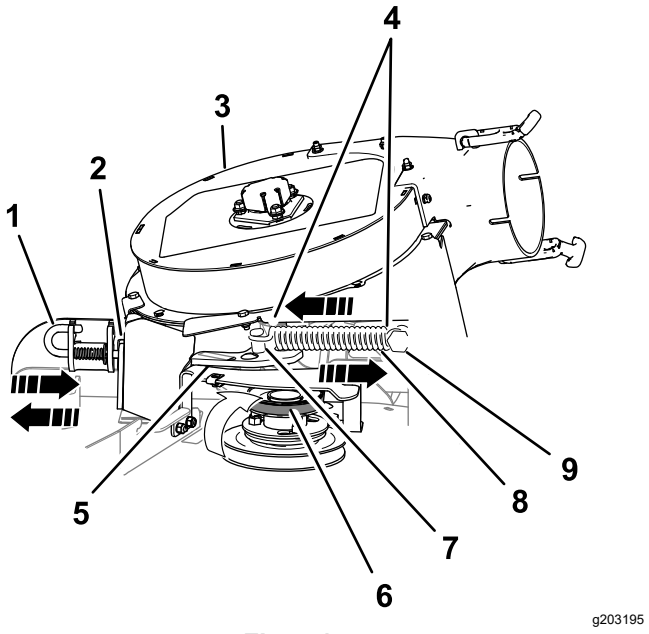

Figur 15
1. Træk den fjederbelastede styreremskive væk fra den faste fjederstang, og afmonter remmen fra styreremskiven (Figur 15).
2. Flyt styredrejebeslaget mod den faste fjederstang. tag fjederens krog af styrefjedertappen (Figur 15).
5. Flyt blæserens låsestift til den åbne position, og drej blæseren udad (Figur 15).
3. Åbn blæserens låsestift, fastgør blæseren til skjoldet, og fastgør låsestiften til rørbeslaget (Figur 15).
6. Bevæg styre-/strammeremskiven mod den faste fjedertap, og monter fjederen ved at rette fjederkrogen ind på styrefjedertappen (Figur 15).